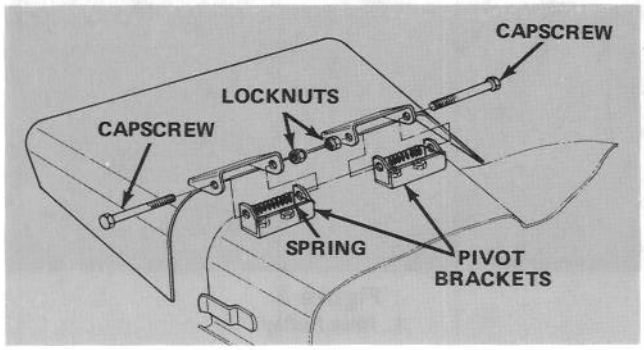

Figure 5
1. Remove capscrews, locknuts and springs securing deflector mounts to pivot brackets (Fig. 5).
2. Remove carriage bolts, lockwashers and nuts securing pivot brackets to housing (Fig. 5).